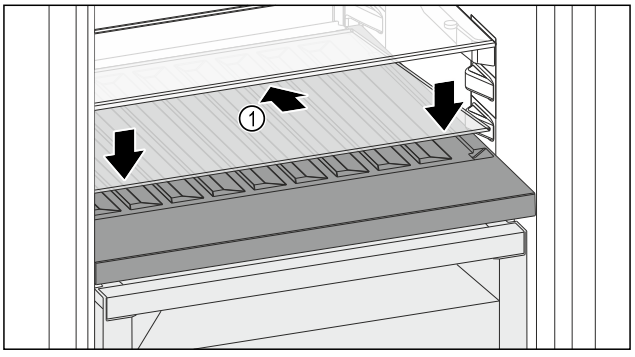

*Fig. 166*
▶ Glasplaat *Fig. 166 (1)* schuin naar achteren en naar beneden plaatsen.
▶ Glasplaat *Fig. 166 (1)* aan de voorzijde laten zakken.